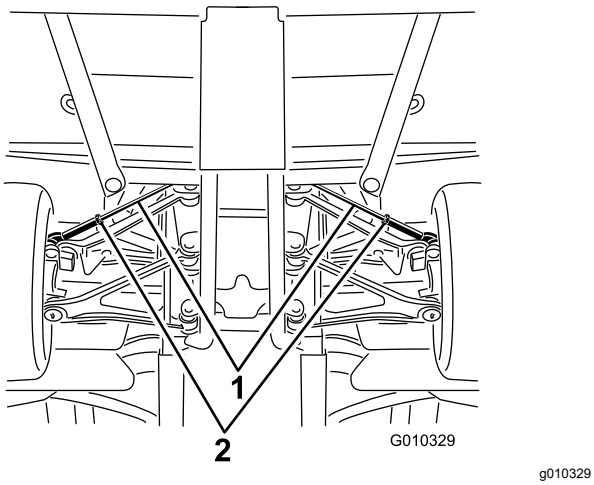

Bild 49
A. Lösen Sie die Klemmmutter in der Mitte der Spurstange (Bild 49).